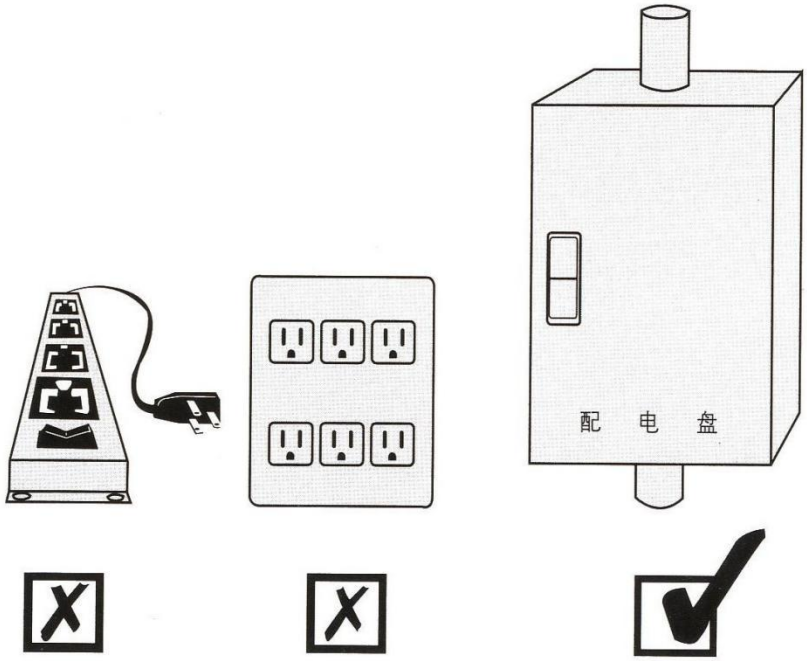

图 3.1
2. 请利用就近配电盘内之电力或符合电力系统之要求的电力接到机器输入端，如下图 3.1 所示。